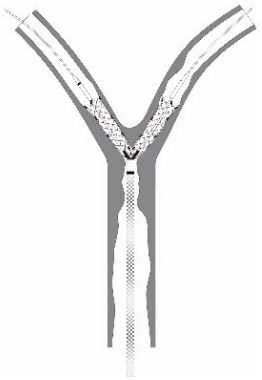

図 4. 他方のステント脚部の展開
7) もう 1 つのスタビライザーリング(ステント脚部展開ワイヤー用)を手元側方向に引き、他方のステント脚部を展開する(図 4)。